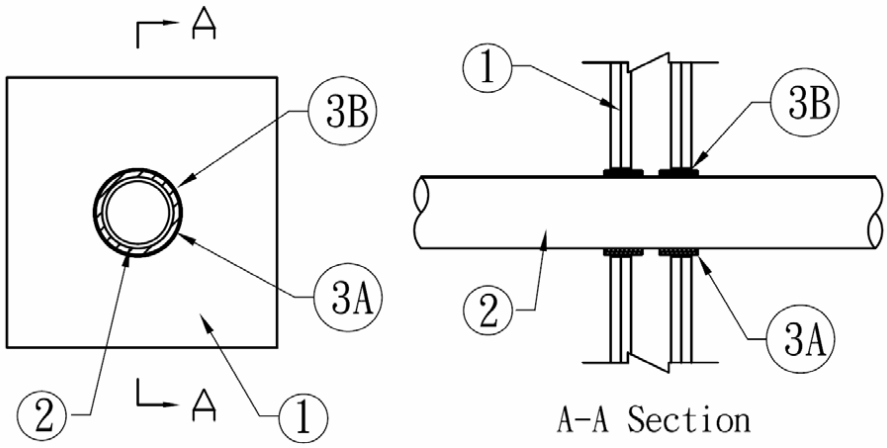

Figure 1. Through Penetration Firestop System
1. **SUPPORTING CONSTRUCTION:** Refer to Figure 1. Opening size shall be 1 in. larger than the OD of the penetrating pipe. Create a round through-opening in a symmetrical, Code-conforming, 2 hour fire-rated wall assembly consisting of the min. construction features of one of the following options:
2. **PENETRATING ITEM:** Refer to Figure 1 and Table 1. Position a max. 4 in. diameter plastic pipe in the opening made in the Supporting Construction (Item 1). Use any of the following pipe types in Schedule 40 or thinner: ABS, PVC, or RNC. Establish an annular space, per Table 1, between the Penetrating Item and the Supporting Construction (Item 1).
3. **FILL, VOID, OR CAVITY MATERIAL:** Refer to Figure 1 and Table 1. Apply the following materials as indicated below: